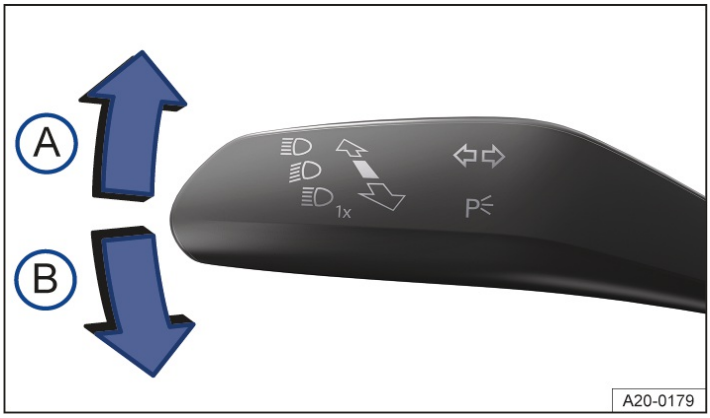

Fig. 1 On the left-hand side of the steering column: turn signal and main beam lever.
2. Move the turn signal and main beam lever from the centre position to the desired position→ *Fig. 1*: